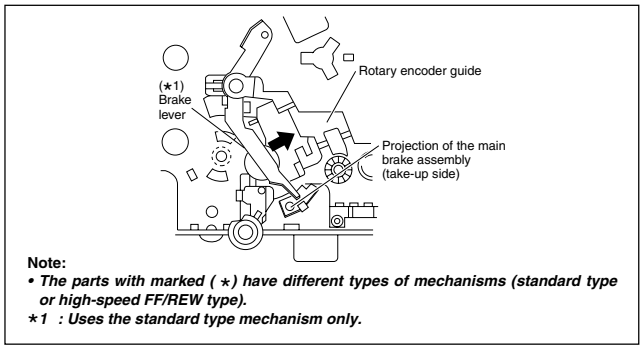

Fig. 2-2-20b
(5) When installing the main brake assembly (take-up side), slide the brake lever in the direction as indicated by the arrow to prevent it from hitting the projection of the main brake assembly (take-up side). (See Fig.2-2-20b.)